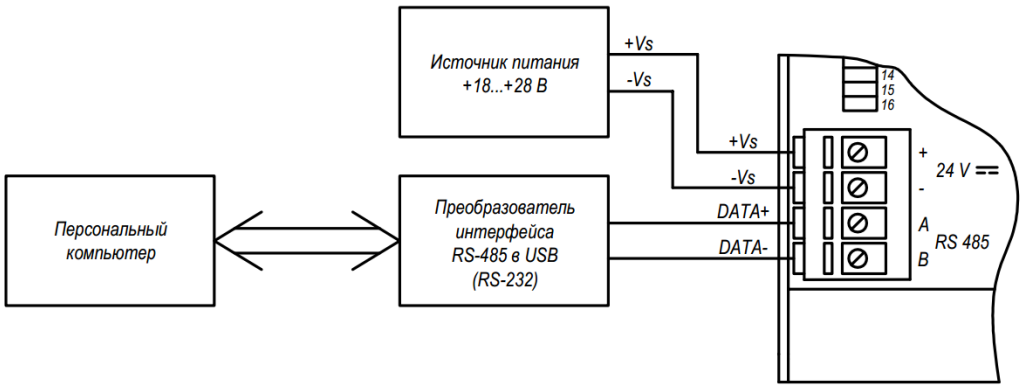

Рисунок 1.4 – Подключение модулей ПК
1.4.2.1 Для конфигурации модуля может быть использован офисный ПК стандартной комплектации, имеющий порт RS-232 или USB. Модуль подключается с помощью преобразователя интерфейса RS-232 в RS-485 (USB в RS-485) (рисунок 1.4).